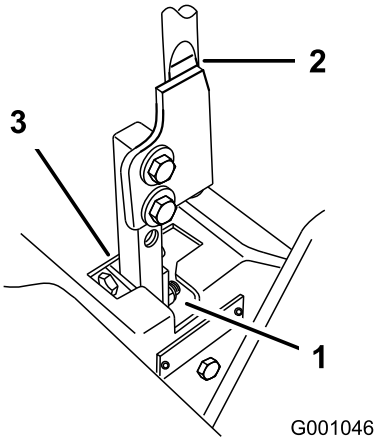

Figur 63
5. Flytt spaken til nøytral stilling, men ikke låst (Figur 63).
6. Trekk spaken tilbake inntil splittpinnene (på armen under svingakselen) er i kontakt med endene på sporet (begynner så vidt å legge press på fjæren) (Figur 63).
7. Kontroller hvor det er mulig at kontrollspaken treffer hakket i konsollen (Figur 63). Den bør sentreres for å gi spaken mulighet til å svinge utover til nøytral, låst stilling.